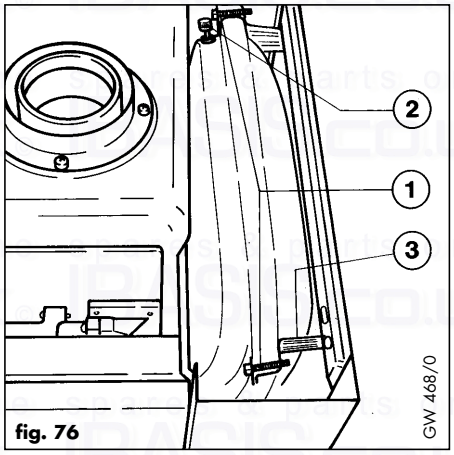

fig. 76
7.11.1. Boiler installed with air/flue duct to left/-right hand side, or vertical flue installation (where 600mm vertical clearance exists above the boiler) - fig. 76
- Slacken 2 screws (1).
- Remove boiler from wall and slacken two screws (1, fig. 76).